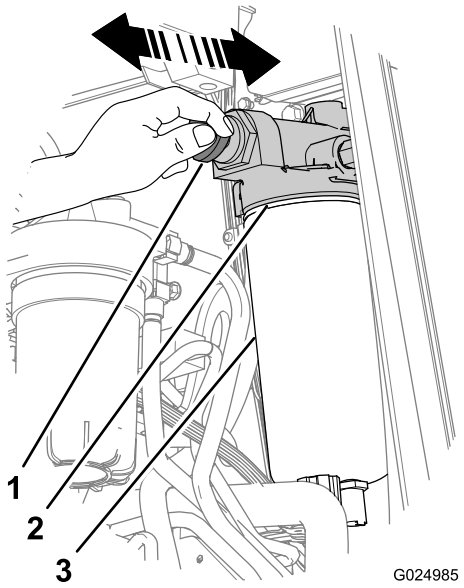

Bild 75
3. Reinigen Sie den Kopf der Kraftstoffpumpe und der Entlüftungspumpe mit einem schnell trocknendem Reinigungsmittel und Druckluft (Bild 75).
4. Drehen Sie den Griff der Entlüftungspumpe nach **links**, um ihn zu entsperren (Bild 75).
5. Pumpen Sie mit dem Entlüftungsgriff (Bild 75) so lange, bis Sie einen Widerstand spüren und der Griff nicht mehr gepumpt werden kann (ca. 140-150 Hübe für Trockenfilter oder 20-60 Hübe für vorgefüllte Filter).
6. Drehen Sie den Griff der manuellen Entlüftungspumpe nach rechts, bis er fest sitzt und arretiert ist (Bild 75).